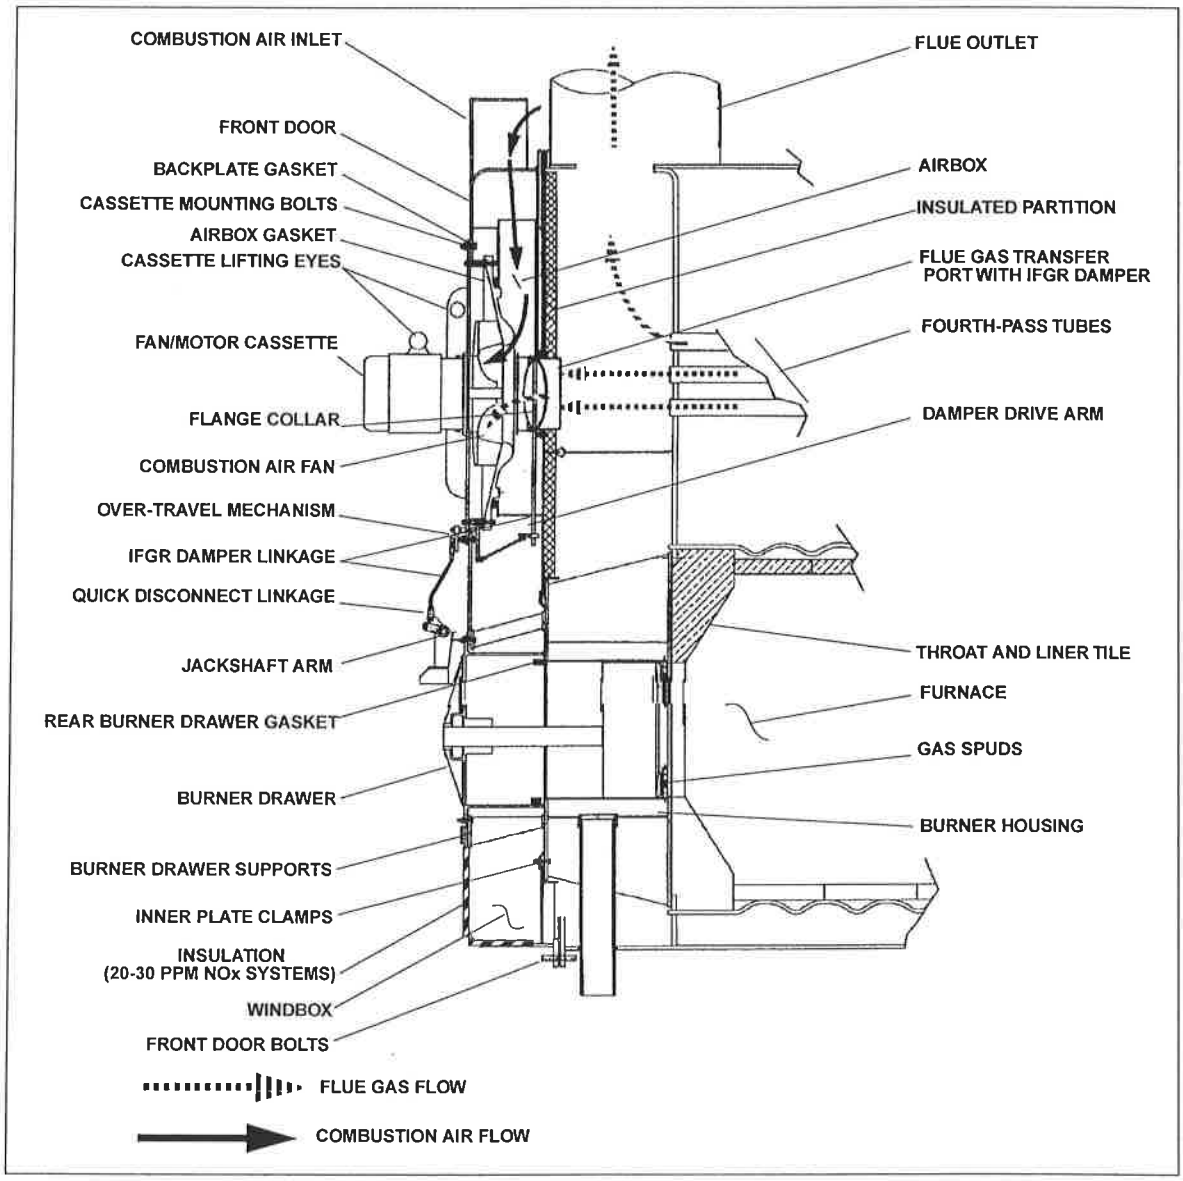

Figure 8-8: Induced Flue Gas Recirculation System, General Arrangement
Check periodically for a proper seal between the end of the burner housing and boiler refractory (See Figure 8-8). Any deterioration of the seal should be corrected, as an improper or poor seal allows air leaks, which can cause overheating or burning of the burner housing.
2. Remove the fan/motor cassette fastening nuts (see Figure 8-8).
3. Slide the cassette into position until it begins to contact the backplate gasket (Figure 8-8) then measure the clearance between the cassette flange and the front door mounting face. There must be clearance of at least 1/4" to provide adequate gasket compression when the cassette is mounted tightly to the door.